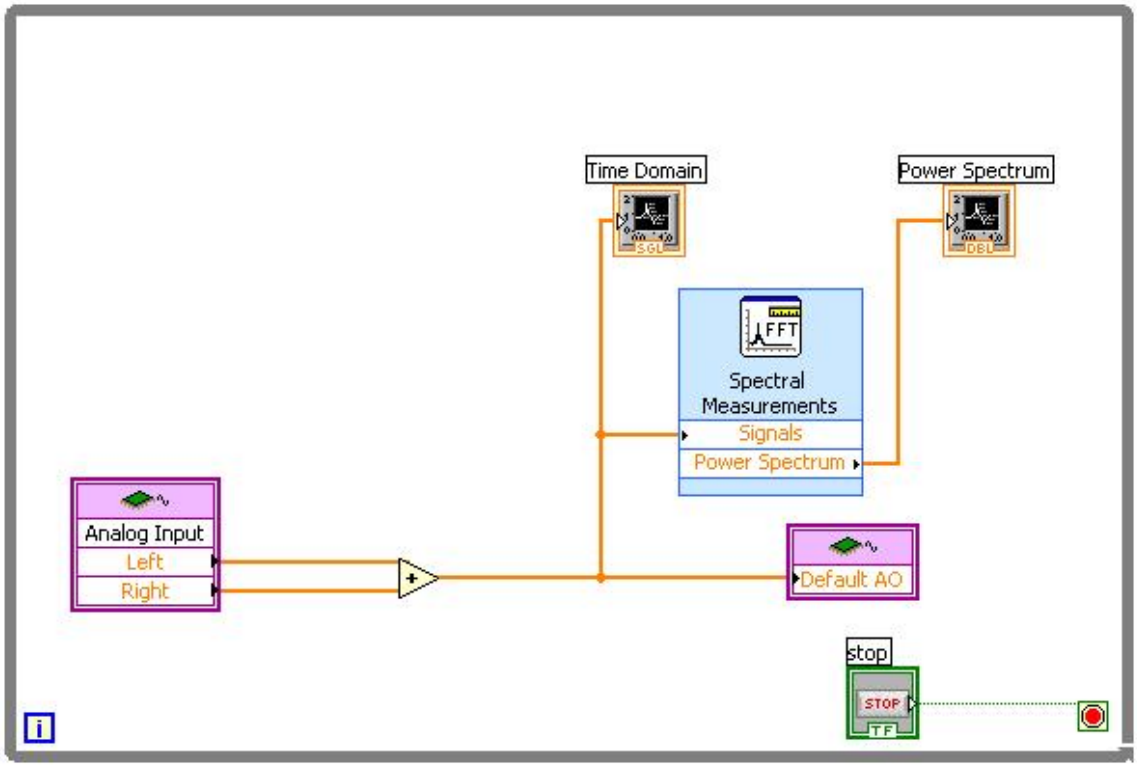
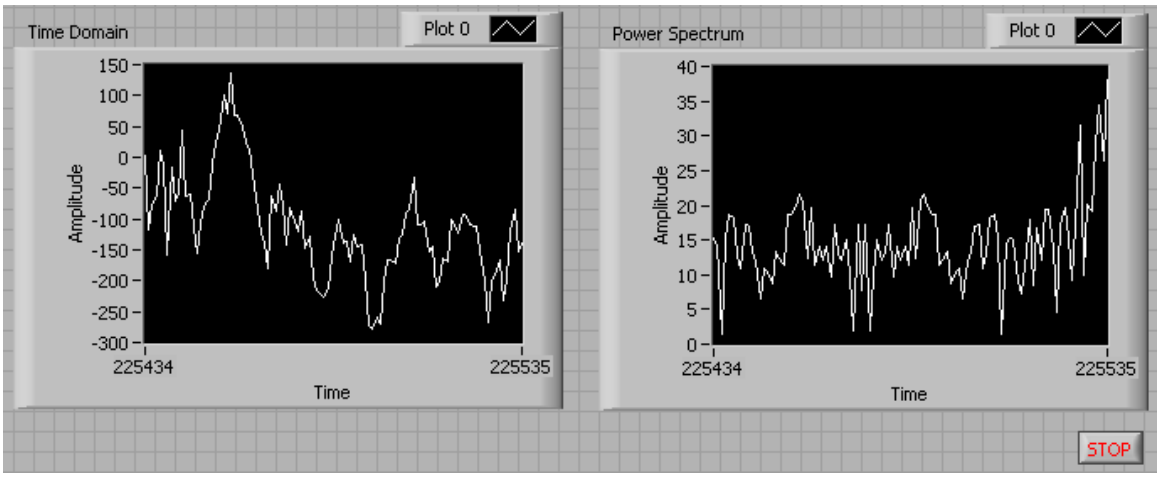

Figure 1: Pass-Through VI
Figure 4: VI Front Panel
- Let's switch back to the Block Diagram and wire everything already on the diagram as shown in Figure 1.
- Select the while loop from Functions»Structures»While Loop, click and drag to enclose everything on the Block Diagram within the loop. You Block Diagram should now be similar to the one in Figure 1 and the Front Panel similar to the one in Figure 4.